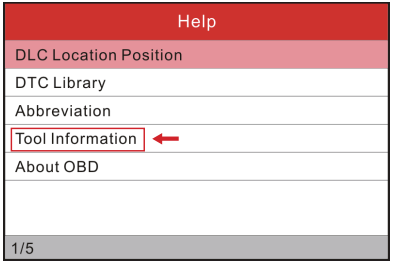

Figura 4
6. Selezionare le informazioni dello strumento (fare riferimento alla Figura 4) e Premere il [OK] per entrare.